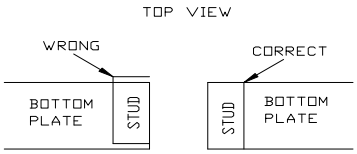

Figure 3
4. **Make certain vertical studs are top flush with top and bottom plates. *(See Figure 3)***